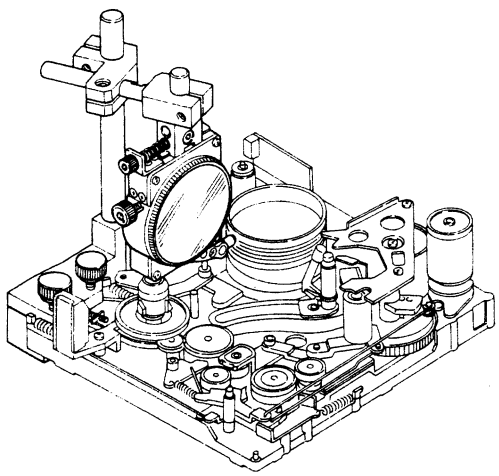

Abb. 2-8-2 Anbringung
4) Die beiden Halteschrauben soweit lösen, so daß die Anbringung möglich ist, und die Zentrierlehre wie in Abb. 2-8-2 gezeigt am Chassis anbringen. Sicherstellen, daß der Halter im rechten Winkel zum Chassis steht. Unbedingt darauf achten, daß die Zentrierlehre (insbesonders die Prüfspitze) nicht die Videoköpfe berührt.
5) Die Position der Zentrierlehre überprüfen. Die Prüfspitze muß sich ca. 2 bis 5 mm unter der Oberkante der Kopftrommel befinden, ohne die Nut zu berühren. Die Prüfspitze muß gleichfalls auf die Trommelmitte, wie in Abb. 2-8-2 gezeigt, ausgerichtet sein. Gegebenenfalls die Imbusschrauben lösen und neu ausrichten.